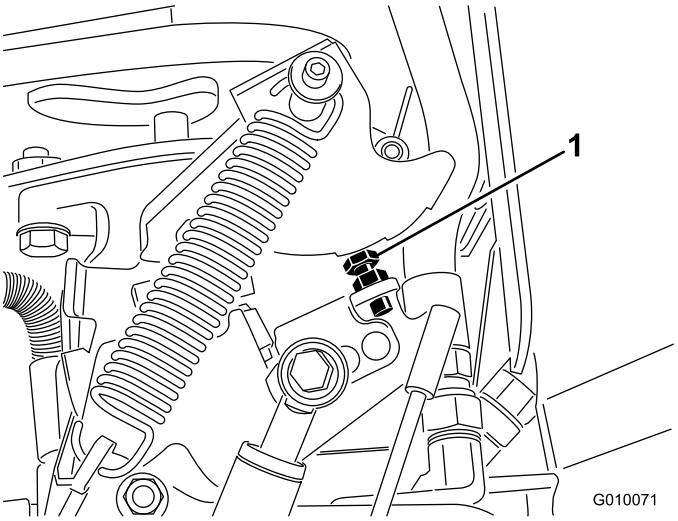

Figura 67
5. Se for necessário algum ajuste, rode o parafuso de bloqueio da bomba (Figura 67) para mais perto da placa de bloqueio para diminuir o intervalo entre furos ou rode o parafuso de bloqueio para o afastar da placa de bloqueio e assim aumentar o intervalo entre furos.